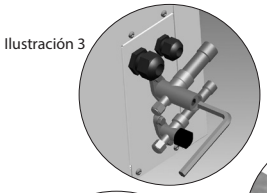

Ilustración 3
- Todas las válvulas de servicio deben estar en posición de apertura. Consulte la ilustración 3.